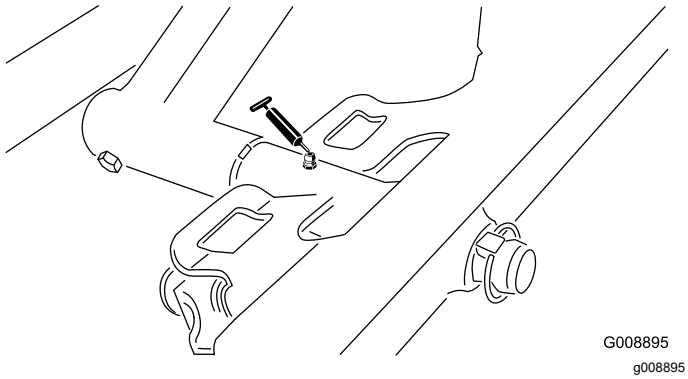

Figur 46
- Fremre klippeenhetsaksel (Figur 46)